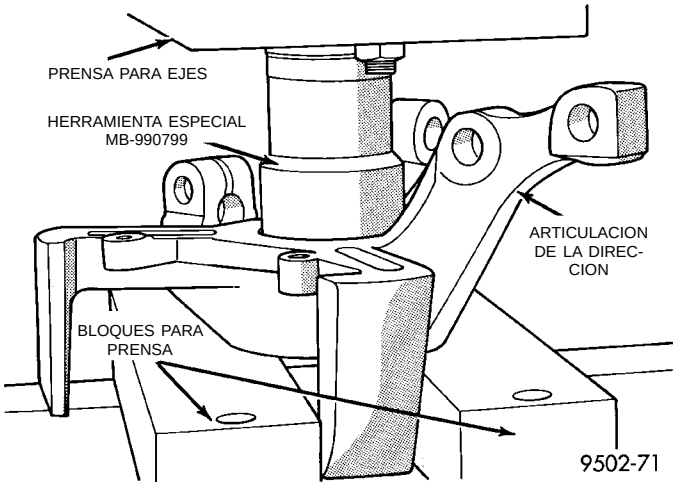

Fig. 47 Desmontaje del cojinete de maza de la articulación de la dirección
(7) Coloque la articulación de la dirección en una prensa para ejes (Fig. 47) apoyada sobre bloques para prensa como muestra la figura. Los bloques para prensa no deben obstruir el hueco del cojinete de maza en la articulación de la dirección de manera que pueda extraerse el cojinete. Coloque el Punzón
para cojinetes, Herramienta especial MB-990799 en la guía externa del cojinete de maza (Fig. 47). Extraiga por completo el cojinete de maza de la articulación de la dirección.